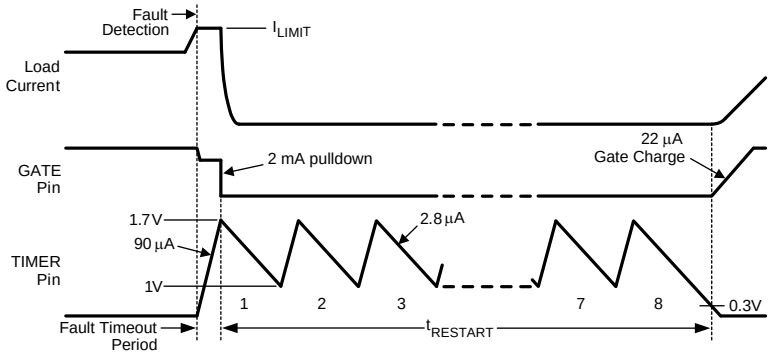

Figure 34. Restart Sequence
The LM25066I/A provides an automatic restart sequence which consists of the TIMER pin cycling between 1.7V and 1V seven times after the Fault Timeout Period, as shown in Figure 34. The period of each cycle is determined by the 90 µA charging current, and the 2.8 µA discharge current, and the value of the capacitor C_T. When the TIMER pin reaches 0.3V during the eighth high-to-low ramp, the 22 µA current source at the GATE pin turns on Q_1. If the fault condition is still present, the Fault Timeout Period and the restart sequence repeat. The $\overline{\text{RETRY}}$ pin allows selecting no retries or infinite retries. Finer control of the retry behavior can be achieved through the DEVICE_SETUP (D9h) register. Retry counts of 0, 1, 2, 4, 8, 16 or infinite may be selected by setting the appropriate bits in the DEVICE_SETUP (D9h) register.
C) Restart Timing - For the LM25066I/A, after the Fault Timeout Period described above, C_T is discharged by the 2.8 µA current sink to 1V. The TIMER pin then cycles through seven additional charge/discharge cycles between 1V and 1.7V as shown in Figure 34. The restart time ends when the TIMER pin voltage reaches 0.3V during the final high-to-low ramp. The restart time, after the Fault Timeout Period, is equal to: